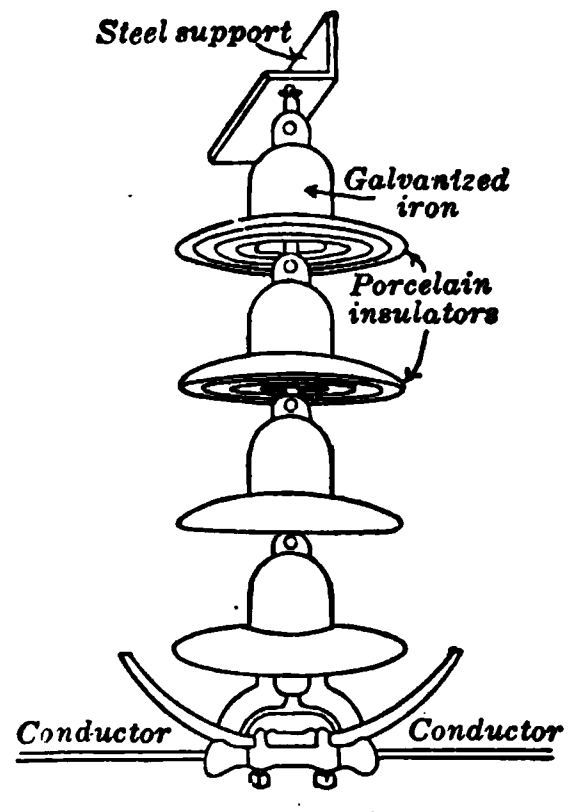

Fig. 438. Suspension-type of insulator used on high-voltage lines.
7. What advantages has the suspension-type of insulator (Fig. 438) for high-voltage transmission lines?